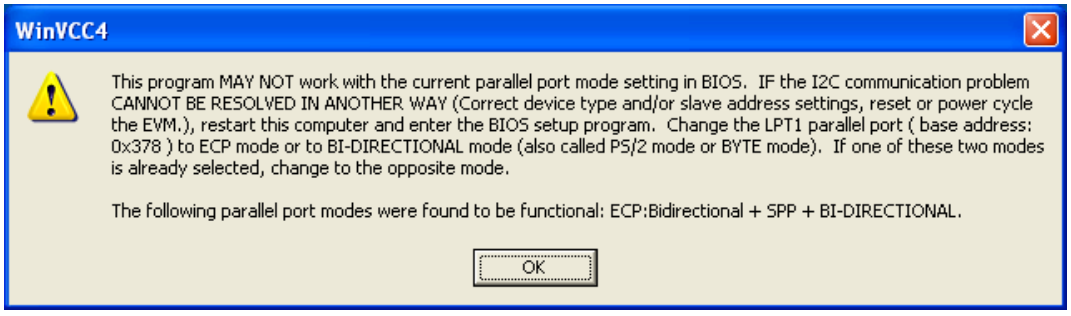

Figure 4-4. Corrective Action Required
b. The dialog shown in Figure 4-4 is displayed because the I2C communication problem does not have an obvious cause. Click OK to continue.